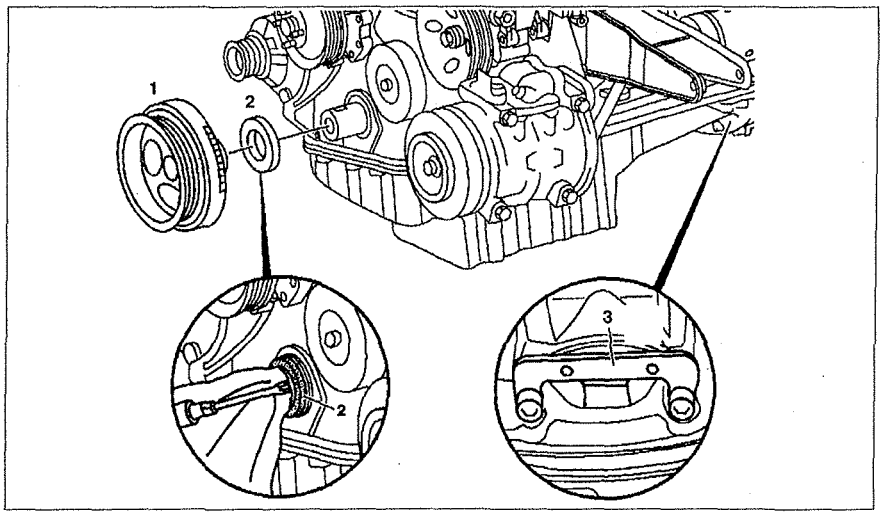

Рис. 2.30. Передний сальник коленчатого вала:
1. Заблокируйте маховик блокировочным устройством **3** (см.рис. 2.30).